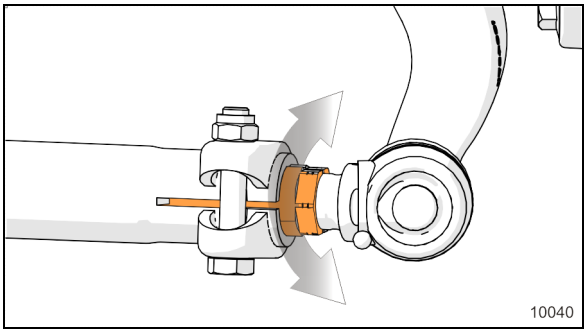

FIGURE 49:BAGUE D'AJUSTEMENT FIN SUR LA BIELLE DE LIAISON
b. Faire tourner la bague d'ajustement (Figure 49) pour obtenir la mesure de pincement spécifiée.